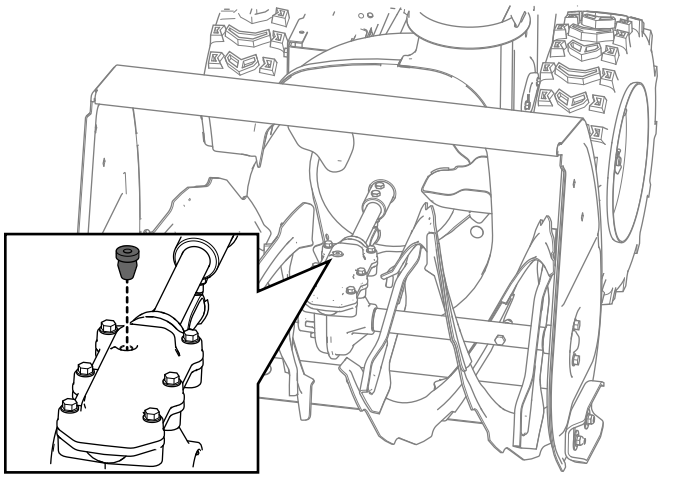

Figur 38
2. Rengør området omkring rørproppen, og fjern rørproppen fra gearkassen (Figur 38).